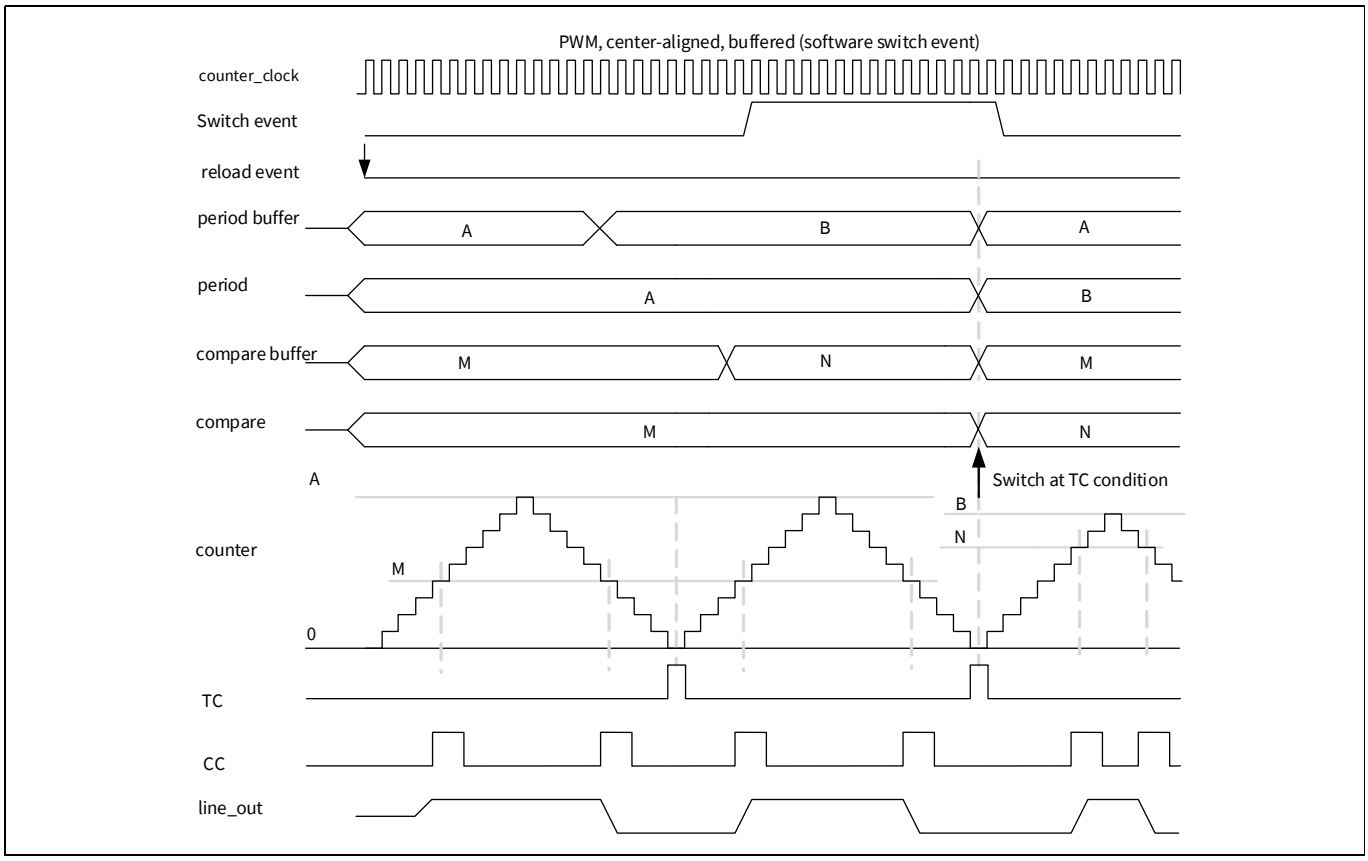

**Figure 19-13. Timing diagram for center aligned PWM (software switch event)**
- Updates to the buffer period register and buffer compare register should be completed before the next TC with an active switch event; otherwise, switching does not reflect the register update, as shown in **Figure 19-13**.
Figure 19-13 illustrates center-aligned PWM with software generated switch events: